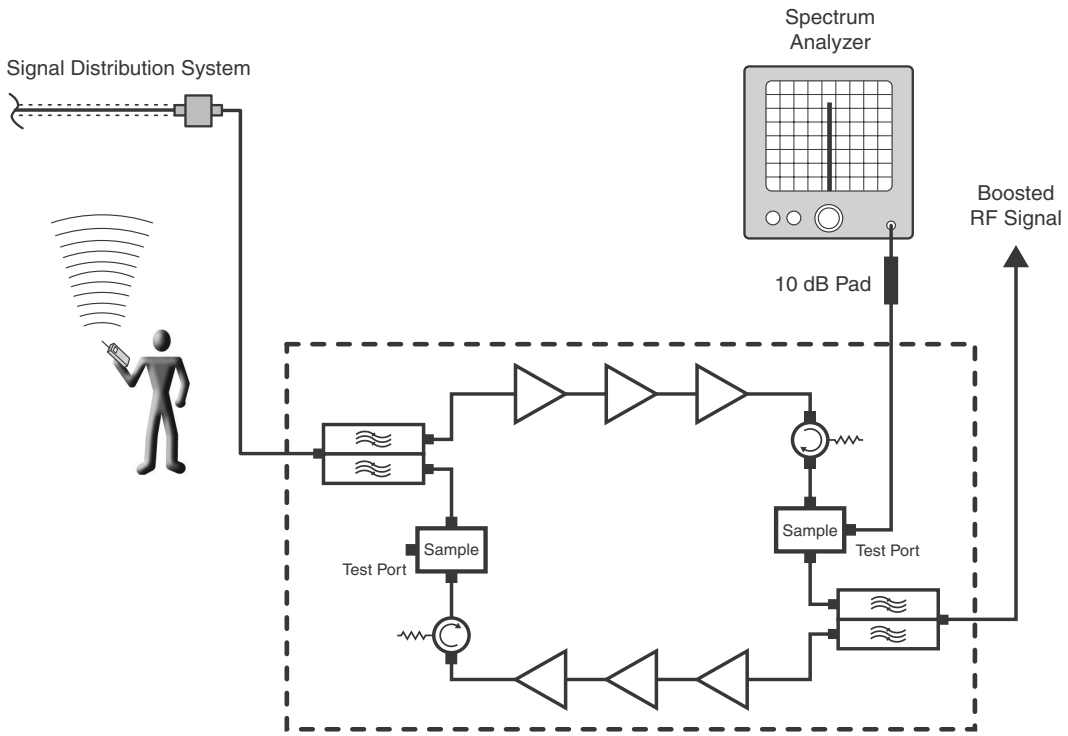

Figure 9: Methodology for doing a performance survey of the signal distribution system.
3) With a spectrum analyzer connected to the signal sampler port (see **Figure 9**), have personnel with handheld radios move to several predetermined points and key their radios. Record the level of these signals as observed on the analyzer and also record the location of the person transmitting. In this way, a map of the systems performance can be generated.